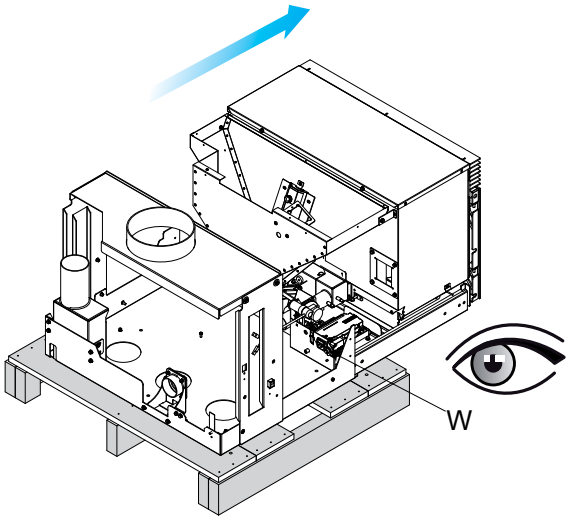

Afb. 6.1.4
Deze handeling activeert de veiligheidsmicroschakelaar (W) die de stroomvoorziening uitschakelt (Afb. 6.1.4). Het netsnoer mag niet zijn aangesloten op het lichtnet.